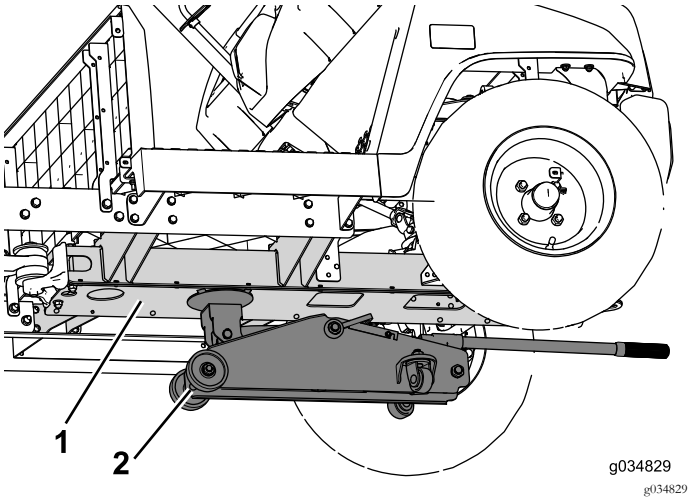

Figur 15
1. Placera en domkraft under mittkanalen för att stötta upp maskinens framdel (Figur 15).